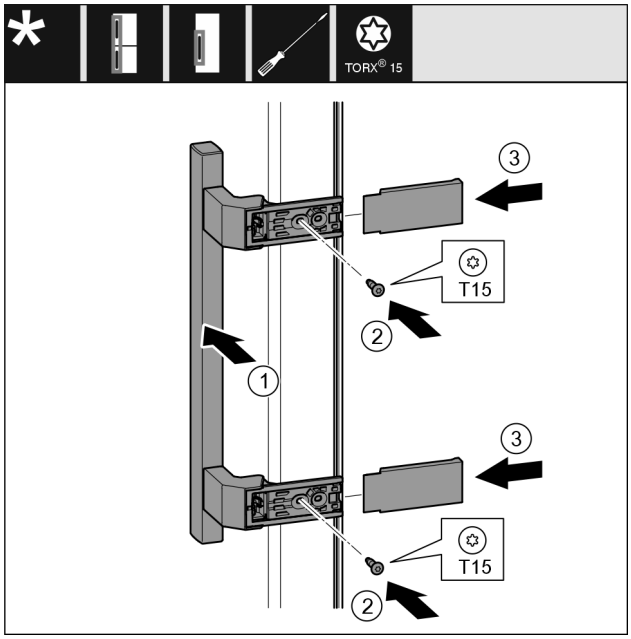

Fig. 22
- ▶ Breng het handvat *Fig. 22 (1)* aan de andere kant aan.
- ▶ Schroeven *Fig. 22 (2)* met een schroevendraaier vastschroeven.
- ▶ Plaats de afdekkingen *Fig. 22 (3)* op de zijkanten en schuif ze erop.